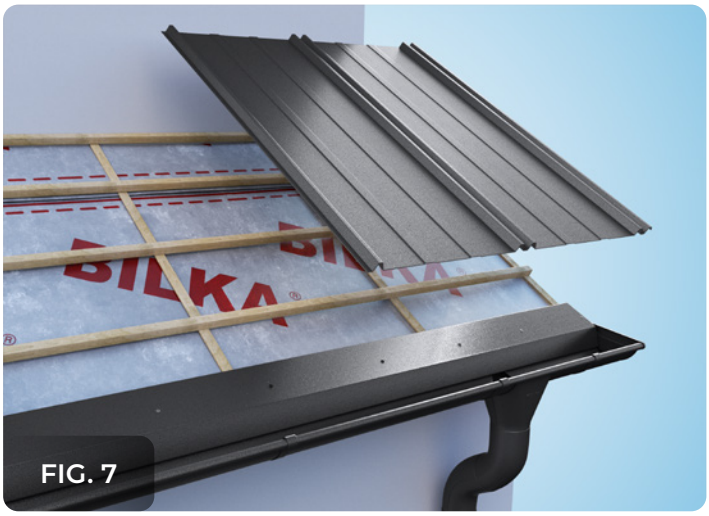

FIG. 7
1. Se fixează poziția panoului pe acoperiș, perfect perpendicular cu linia streșinii - fig. 7, 8.